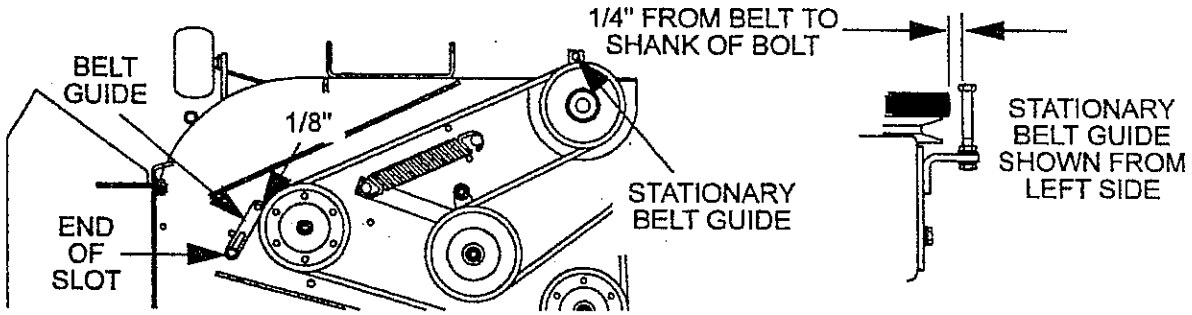

FIG. 9
c) Note belt guide bolted to deck near the shield support stud and right-hand pulley. Guide should be 1/8" away from the belt, with bolt-end of guide at end of slot (See Fig 9).